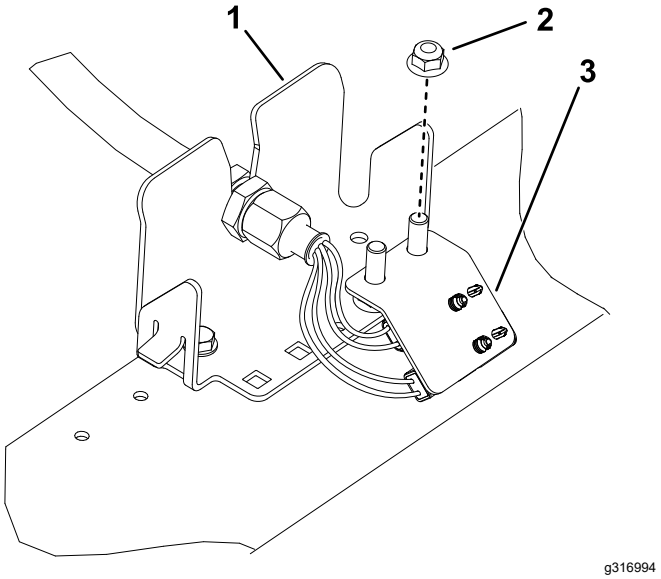
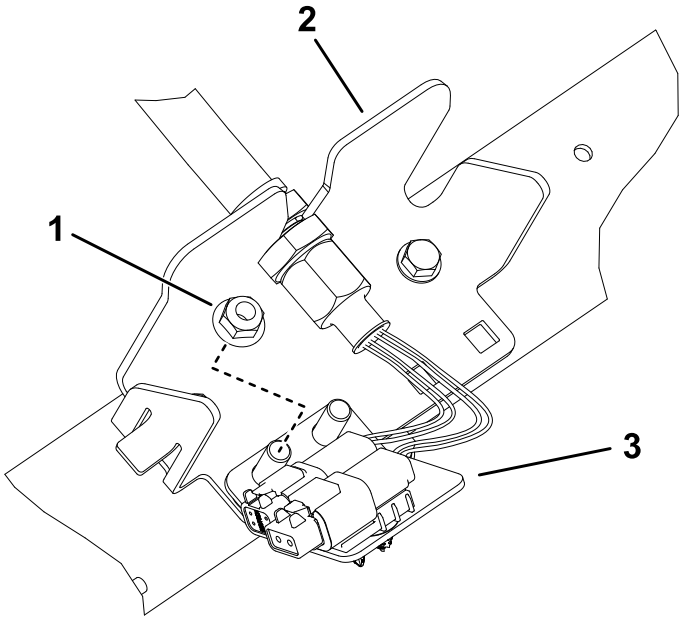

Figuur 27
Figuur 30
6. Herhaal de procedure voor de resterende 4 tussenschotlocaties zoals getoond in Figuur 27 tot Figuur 30.